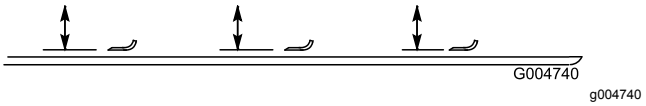

Figur 108
2. Rotera kniven tills ändarna är riktade framåt och bakåt (Figur 108). Mät avståndet från klippenhetens insida till knivseggens spets. Notera måttet.